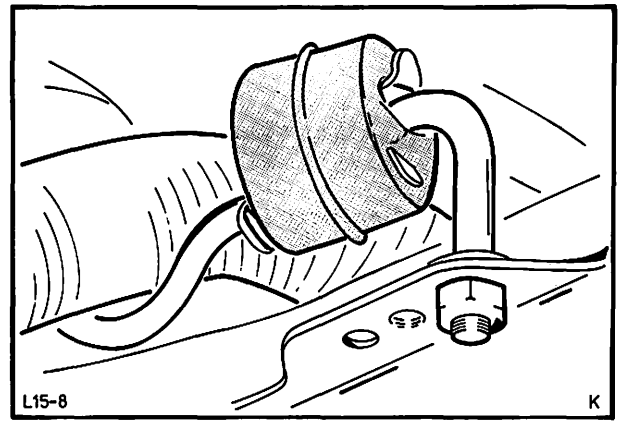

Abb. 101 Befestigung – Auspuffrohrhalter an Hinterachs-Querträger
3. Auspuffrohrhalter vom Hinterachs-Querträger abbauen (Fahrzeuge mit Doppelrohranlage, 2 Halter), Abb. 101.